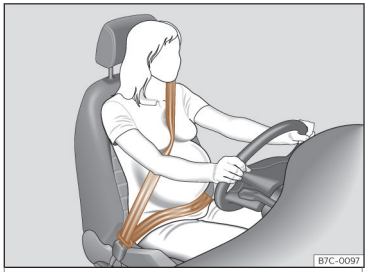

Fig. 12 Colocación de la banda del cinturón en el caso de mujeres embarazadas.
En el caso de **mujeres embarazadas**, el cinturón de seguridad debe pasar de forma uniforme sobre el pecho y lo más bajo posible por la zona pélvica con la banda plana para que no se presione el vientre; además, debe utilizarse durante todo el embarazo ››› fig. 12.
- **En el caso de mujeres embarazadas, la banda abdominal del cinturón de seguridad debe pasar lo más bajo posible por delante de la zona pélvica, apoyado en plano y "rodeando" el vientre››› fig. 12.**